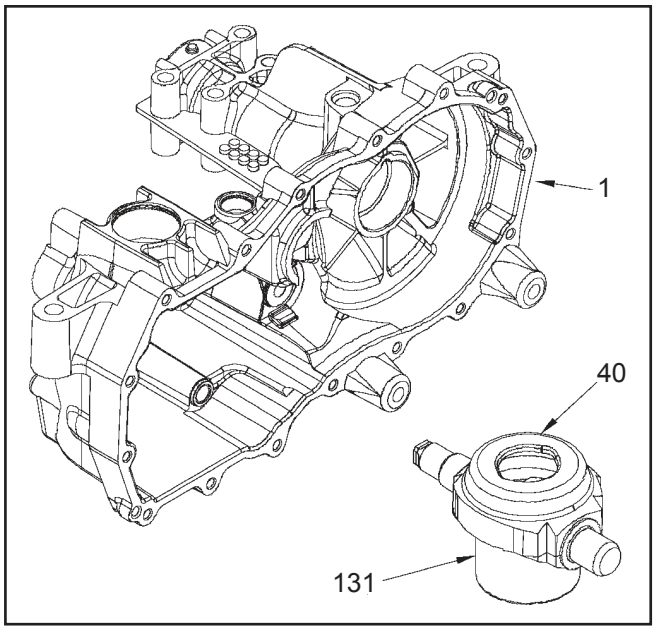

Figure 10.
7. **(See Figure 10)** Remove the swashplate (40) and pump cylinder block (131) as one assembly. NOTE: Removal will be aided by applying a small amount of pressure on the trunnion mounted swashplate towards the center section. Also note that the control arm (44, page 39) may be loosely assembled at this point to assist in swashplate removal. While gently removing the swashplate and block assembly, keep the block face flush with the center section to minimize damage to the running surface.
12. **(See Figure 10)** Place the pump block assembly (131), pistons down, on top of the thrust bearing (60) in the swashplate (40).